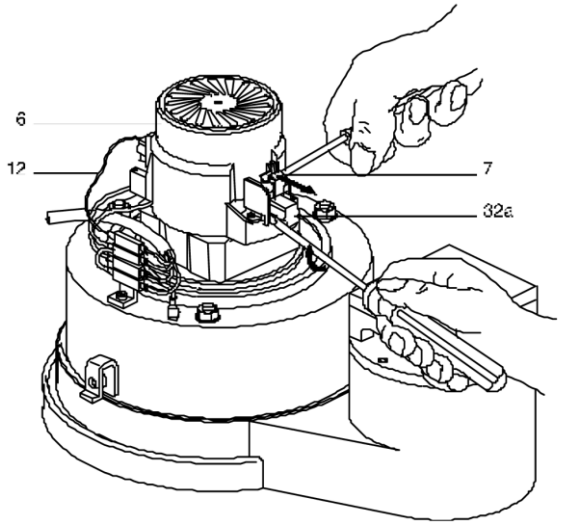

Рисунок 8.2.1.-2
- Вывинтите поддерживающие скобы (9) угольных щёток (см. рисунок 8.2.1.-3)
- Извлеките угольные щётки (32a) и снимите электрический контакт (4).